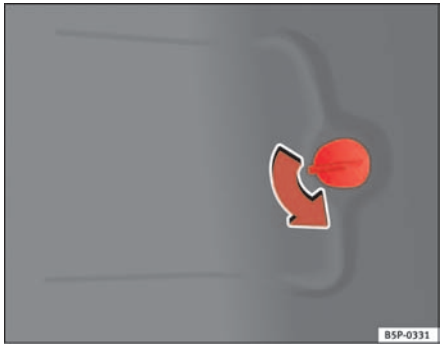

Fig. 187 Lights on vehicle body
– Remove the cover of the luggage compartment side panel ⇒ fig. 187.